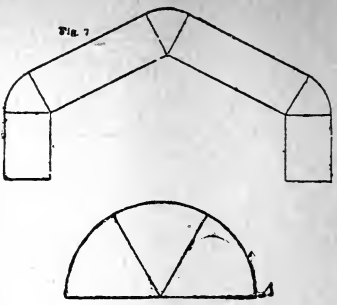

Fig. 8.
The next step will be to cut the pattern of a flaring oblong dish, top and bottom having round corners, of which Fig. 2 will be a side view, and A, Fig. 8, the ground plan.
If the side and end pieces in A, Fig. 8, were removed, B would be the result. C is a side view and pattern for B. Now, if we wish a pattern for the A, all that is required is to cut the pattern for the four corners (C) into four
We will have the small end the same as in Fig. 8, so as to use the same pattern.